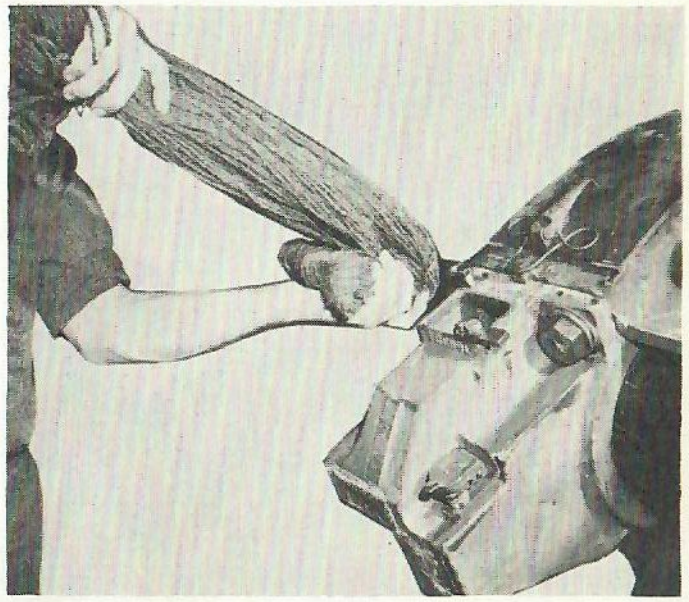

Fig. 17-10
5. Fold a length of about six inches of the wick over the wide packing tool and insert it into axle cap. See Fig. 17-10. Push it firmly to bottom of axle cap, allowing the six-inch fold to spread out well.